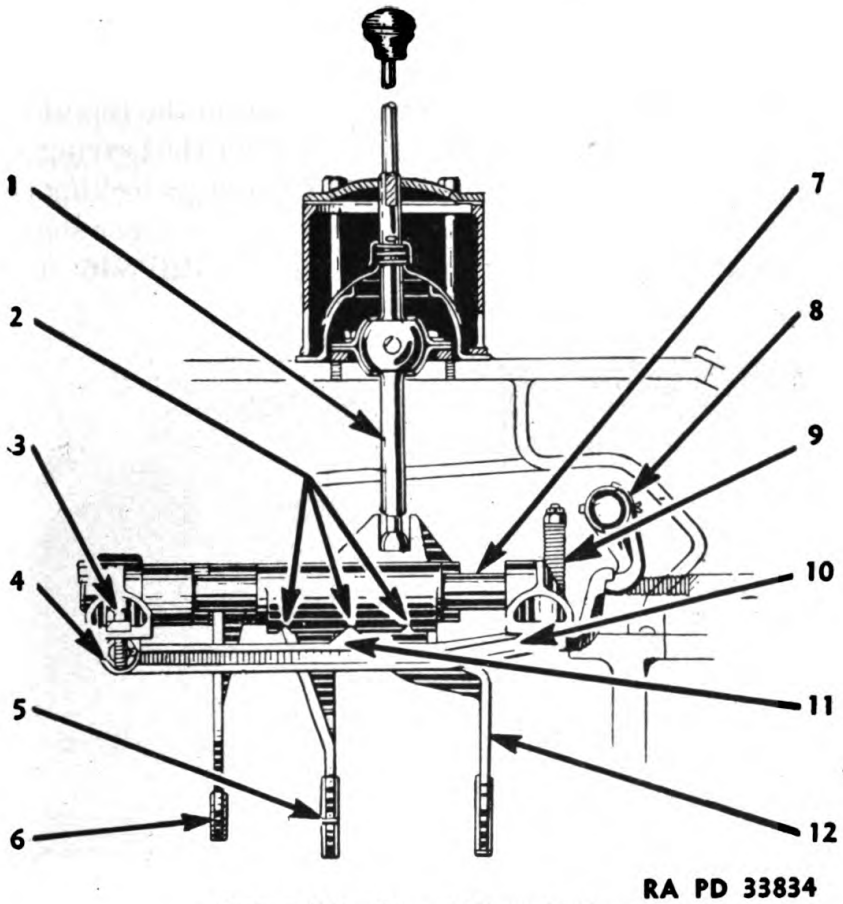

FIGURE 118.—Gear shift mechanism.
(3) *Gear shift mechanism.*—(*a*) The gear shift mechanism (fig. 118) is interconnected with the flywheel clutch release mechanism in such a way that when the flywheel clutch is engaged, the transmission gears are locked in position. When the flywheel clutch is disengaged, the transmission can be shifted in or out of gear.